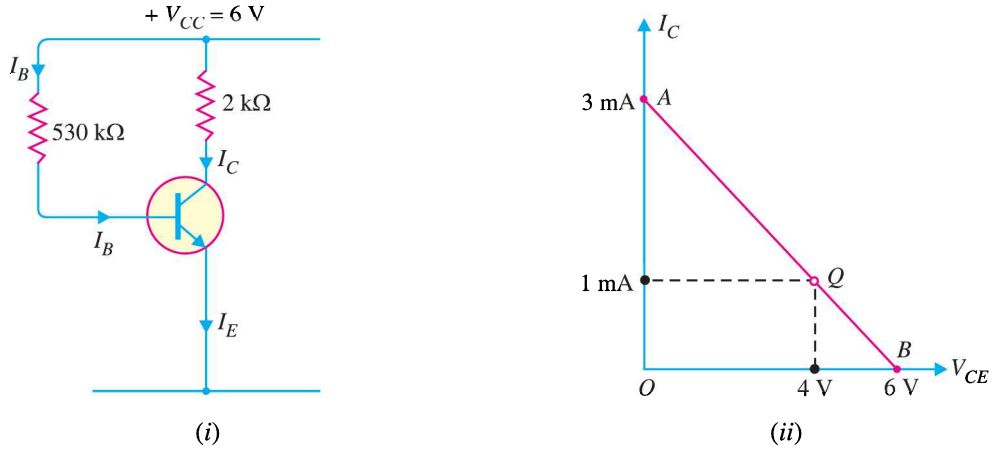

Fig. 9.8
D.C. load line. Referring to Fig. 9.8 (*i*), $V_{CE} = V_{CC} - I_C R_C$
When $I_C = 0$, $V_{CE} = V_{CC} = 6$ V. This locates the first point *B* (*OB* = 6V) of the load line on collector-emitter voltage axis as shown in Fig. 9.8 (*ii*).
When $V_{CE} = 0$, $I_C = V_{CC}/R_C = 6\text{V}/2\text{ k}\Omega = 3$ mA. This locates the second point *A* (*OA* = 3mA) of the load line on the collector current axis. By joining points *A* and *B*, d.c. load line *AB* is constructed [See Fig. 9.8 (*ii*)].
Operating point Q. As it is a silicon transistor, therefore, $V_{BE} = 0.7V$. Referring to Fig. 9.8 (*i*), it is clear that :